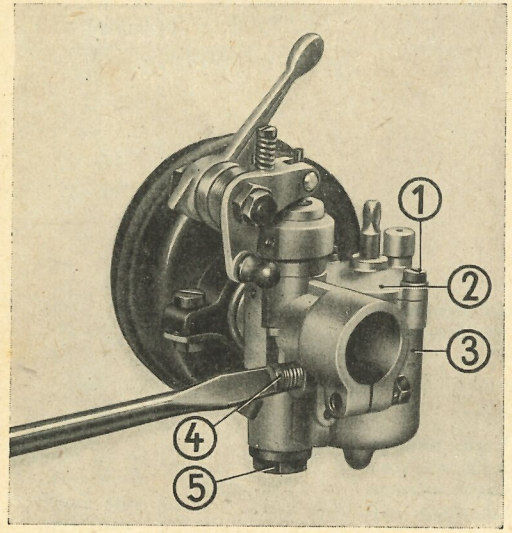

Bild 25
Die Kraftstoffleitung ist abzunehmen und durchzublasen. Zweckmäßigerweise nimmt man den Vergaser (Bild 25) vor Reinigung vom Zylinder ab. Nach Lösen der Zylinderschrauben (1) am Schwimmergehäuse (3) kann der Schwimmergehäusedeckel (2) abgenommen